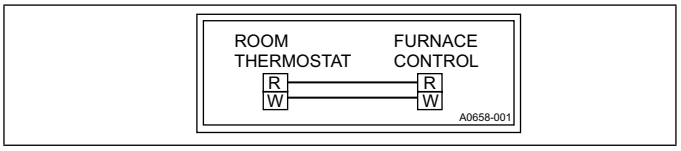
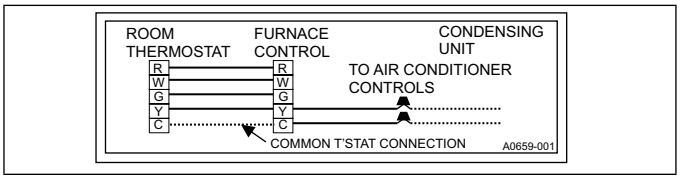
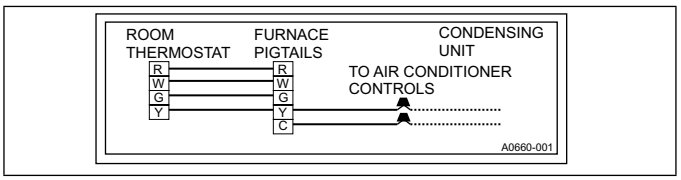

**Figure 18:** Wiring for heat only thermostat
**Figure 19:** Wiring for electronic heat-cool thermostat
**Figure 20:** Wiring for standard heat-cool thermostat
2. Connect the thermostat wires to the furnace low voltage pigtails. See **Figure 18** (heating only), and **Figure 19** or **Figure 20** (heating and cooling).